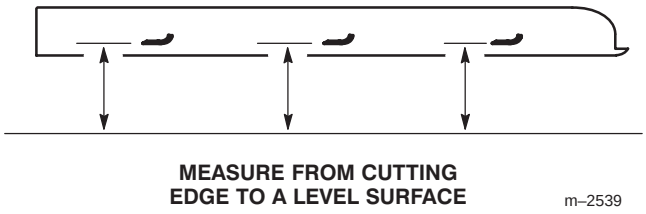

Figure 21
2. Measure from a level surface to the cutting edge of the blades (Fig. 21). Note this dimension.